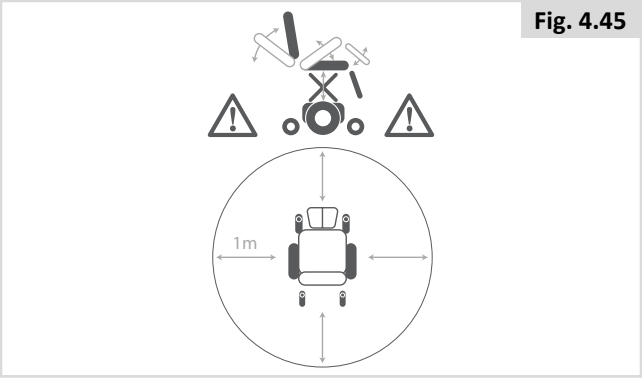

Fig. 4.45
- Comme avec tout organe mobile, veillez à ne pas vous pincer les doigts, (Fig. 4.45).